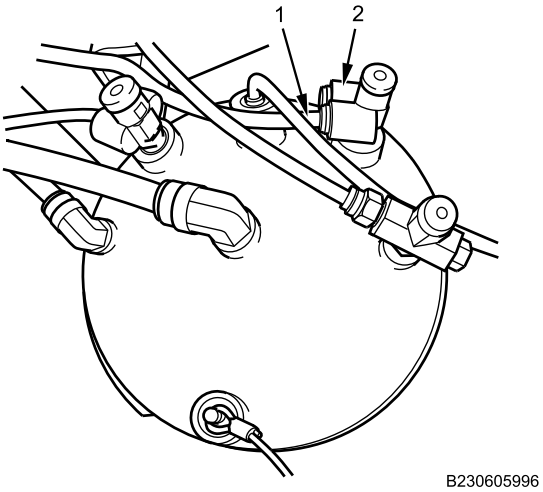

Figure 2. Limit Valve Installation.
2. Install limit valve (Figure 2, Item 2) on primary air tank by turning clockwise. Tighten securely.
3. Install BLUE supply air line tubing (Figure 2, Item 1) on primary air tank limit valve (Figure 2, Item 2).